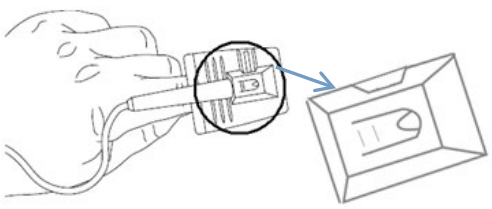
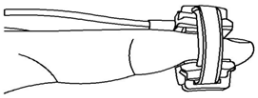

Figura 2 Sonda in gomma da dito
Figura 4(A/B) Sonda a Y da dito/pianta del piede
7. Per la sonda SpO_2 in gomma da dito per adulti, inserire un dito (è preferibile il dito indice, ma il medio o l'anulare con una lunghezza adeguata dell'unghia vanno bene) nella sonda secondo il simbolo posto sul cappuccio della sonda, come mostrato nella figura 2. Si prega di notare che il dito deve essere inserito abbastanza in profondità da far sì che la luce emessa dalla sonda ottica (da un lato della sonda a Y) si trasmetta attraverso l'osso del dito per la diffusione della luce prima di raggiungere la parte ricevente della sonda a Y.
8. La sonda SpO_2 Universale a Y con fascia in gomma può essere avvolta attorno un dito o alla pianta del piede (specialmente in caso di neonati). Questa sonda viene mostrata nella figura 2 nel suo stato aperto, la fascia in gomma può essere rimossa dalla sonda a Y per la pulizia, il sistema di fissaggio della fascia può essere regolato per allineare la sonda e garantire una corretta aderenza. Posizionare la sonda a Y nella sua sede all'interno della fascia aperta prima di avvolgerla intorno al dito o alla pianta del piede. Quando viene utilizzata su un dito, inserire il dito all'interno della fascia in modo che si trovi tra i due lati della sonda a Y, quindi avvolgere la fascia attorno alla sonda come mostrato in Figura 4(A). Quando viene utilizzata sulla pianta del piede, posizionare la pianta del piede all'interno della fascia, quindi avvolgerla attorno al piede e stringerla con la forza adeguata come mostrato in Figura 4(B); si raccomanda vivamente di utilizzare garza autoadesiva per assicurare il cavo della sonda in prossimità del sito di misurazione, in modo da evitare movimenti tra la sonda e l'area misurata e garantire una maggior qualità del segnale.